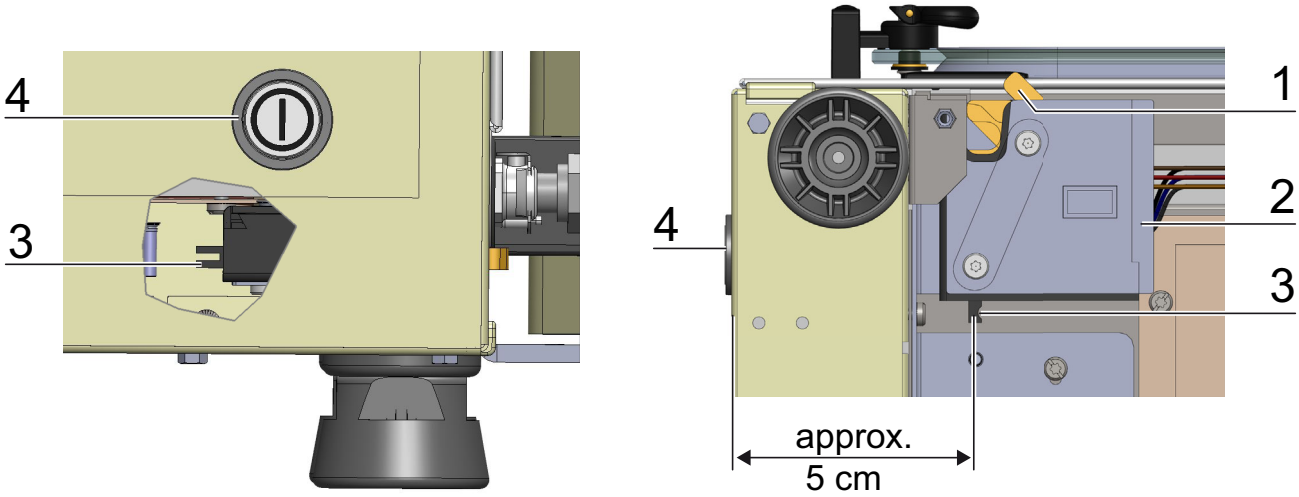

图 8-9. 培养箱底部的门锁闩和紧急释放杆
要在温度降至非危险温度 65° C 之前释放外门锁，必须致动紧急释放杆（图 8-9 中的项目 3）：
- 在培养箱底部找到紧急释放杆 (3)。它位于设备左侧，向内距离主电源开关 (4) 约 5 厘米，如下面的 图 8-9 所示。